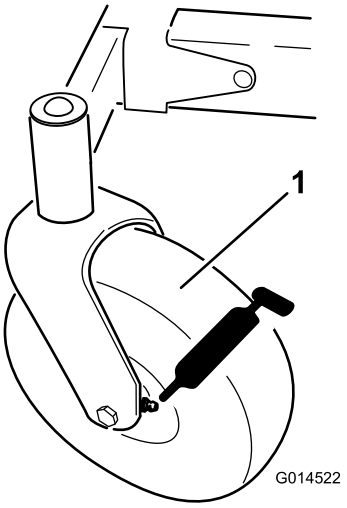
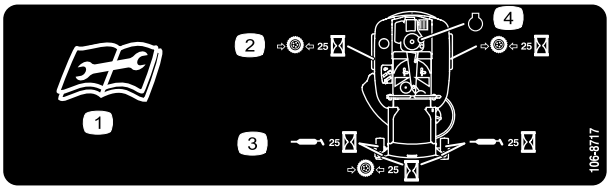

Figur 35
Figur 36
3. Torka av smörjnipplarna (Figur 35 och Figur 36) med en trasa.
4. Sätt en fettspruta på varje nippel (Figur 35 och Figur 36).